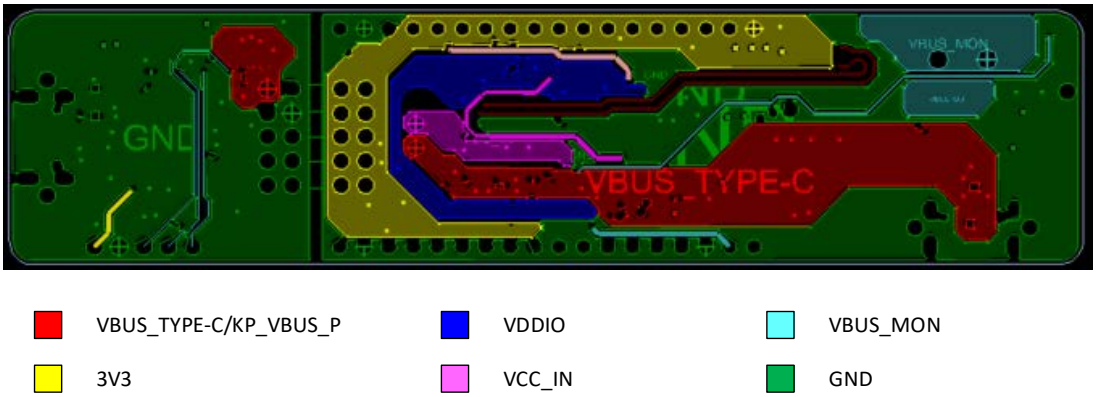

Figure 28 电源层 (参考：EZ-PD™ PMG1-S1 MCU 套件)
- 如果电路板上要求使用多个电压，则需要在电源层上使用断流器。**Figure 28** 显示的是电源层上的断流器。各种电源域用不同的颜色进行标记。